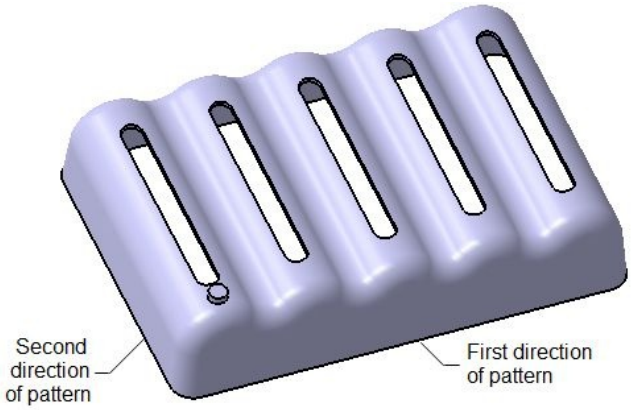

Figure 8-98 *Edges to be selected as reference*
i. Pattern the standoff, refer to Figures 8-98 and 8-99.
5. Click once in the **Reference element** display box and then select the first direction of the pattern creation, as shown in Figure 8-98.
9. Click once in the **Reference element** display box and then select the second direction of the pattern creation, refer to Figure 8-98.